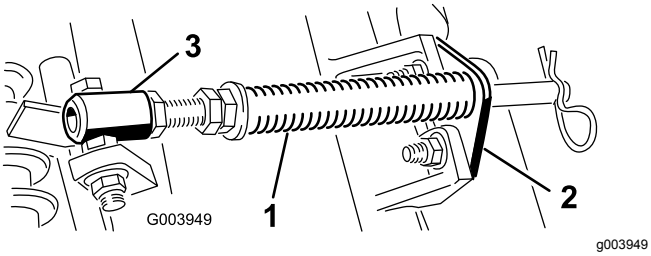

Figur 5
A. Fjern de to bræddebolte og møtrikker, der fastgør stangbeslaget på klippeenhedens tapper (Figur 5).
B. Fjern den flangemøtrik, der fastgør fjederrørets bolt på bærerammens tap (Figur 5). Fjern enheden.